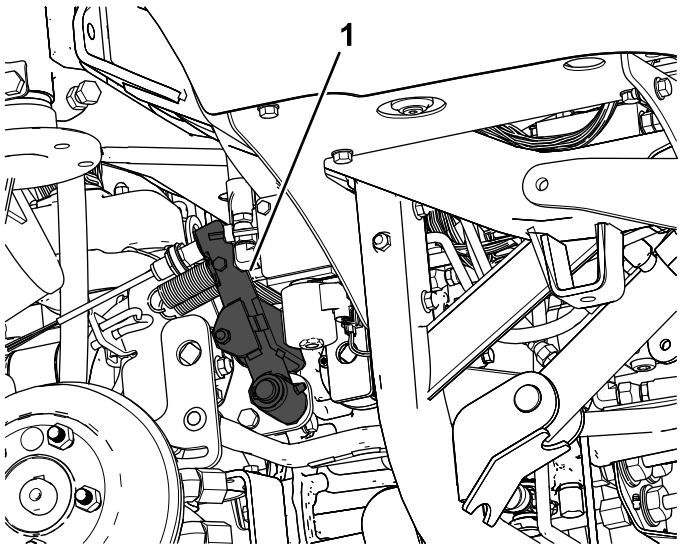
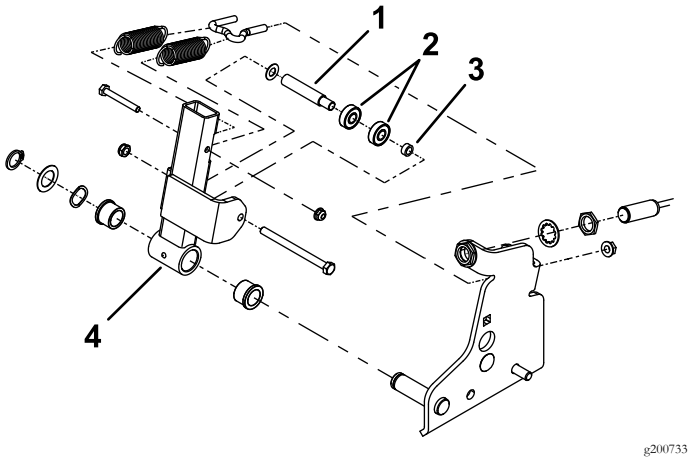

Figuur 1
Figuur 2
5. Ga naar de oude neutraalarm en verwijder deze (Figuur 1 en Figuur 2).
8. Monteer de neutraalarm op de machine (Figuur 2).